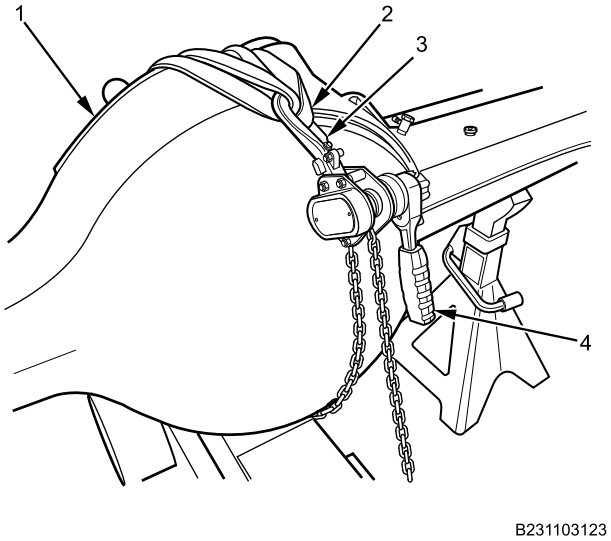

Figure 12. Hoist Lever.
18. Attach hoist lever hook (Figure 12, Item 3) to strap (Figure 12, Item 2).
19. Using hoist lever (Figure 12, Item 4), tighten strap (Figure 12, Item 2) and hoist lever chain to secure to rear axle assembly (Figure 12, Item 1) on 20-ton floor jack.